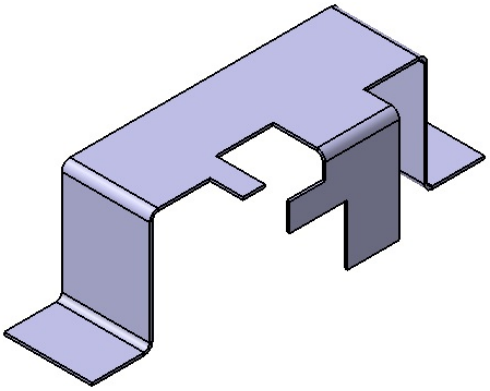

Figure 15-129 *Sheet metal component after creating the wall on the edge*
8. Accept the remaining default options and choose the **OK** button to create a wall on the edge. Figure 15-129 shows the resultant wall on the edge.